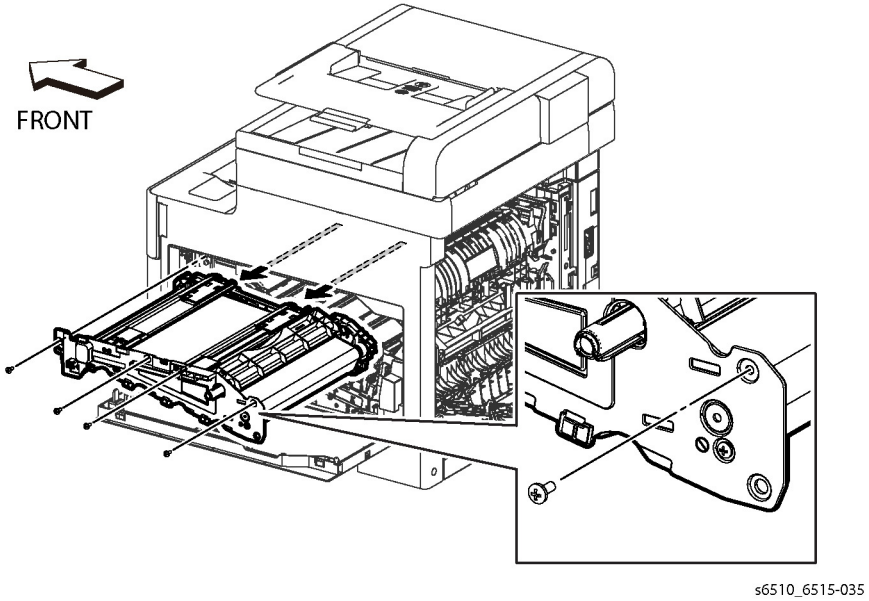

Figure 2 Remove the Transfer Belt Unit
5. Refer to Figure 2 to remove the four screws attaching the Transfer Belt Unit and remove the Transfer Belt Unit from the rails. Remove only the screws seated against the metal frame as shown in the figure.